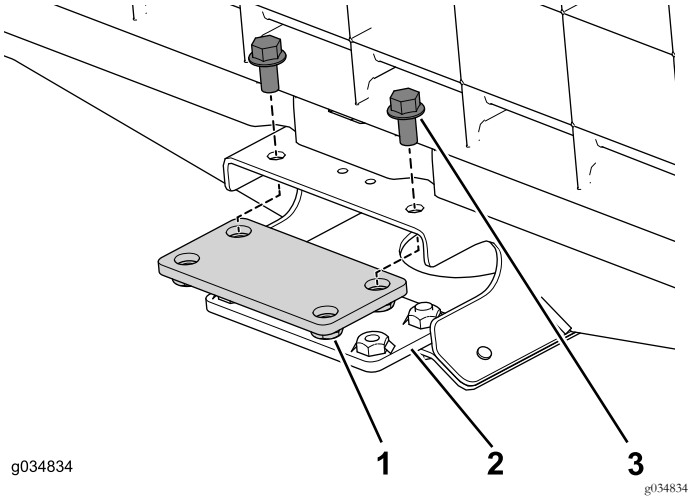

Figur 21
1. Brug de fire flangebolte (3/8 x 3/4 tomme) til løst at montere de øverste og nederste tilslutningsplader på midterkanalen på den forreste del (Figur 21).